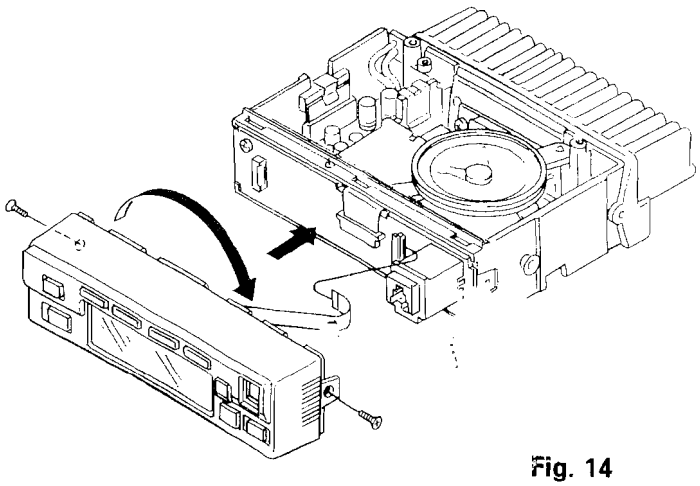

Fig. 14
5. Turn the pnel through 180 degrees and mount it on the transceiver. Refit the two halves of the case to complete installation (Fig. 14)